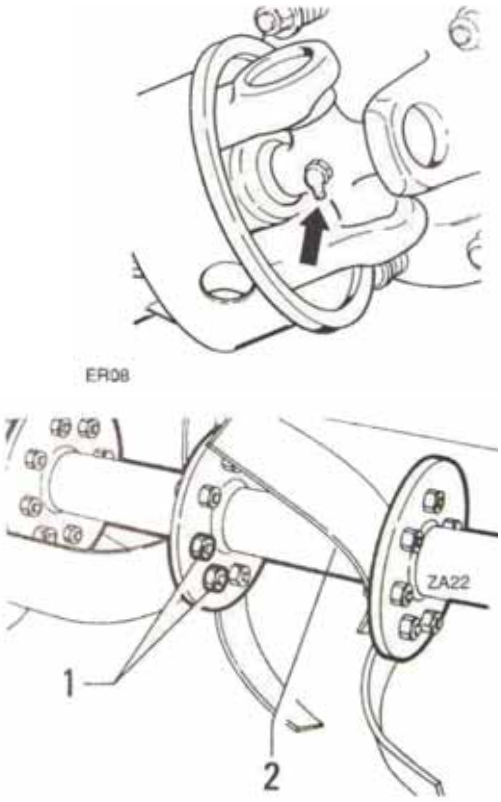

Abbildung 13
- Stellen Sie sicher, dass die Zapfwelle in gutem Zustand bleibt und schmieren Sie sie regelmäßig (Abb. 13).
- Überprüfen Sie, ob die Schrauben „1“, mit denen die Hackmesser „2“ befestigt sind, richtig angezogen sind (Abb. 13).